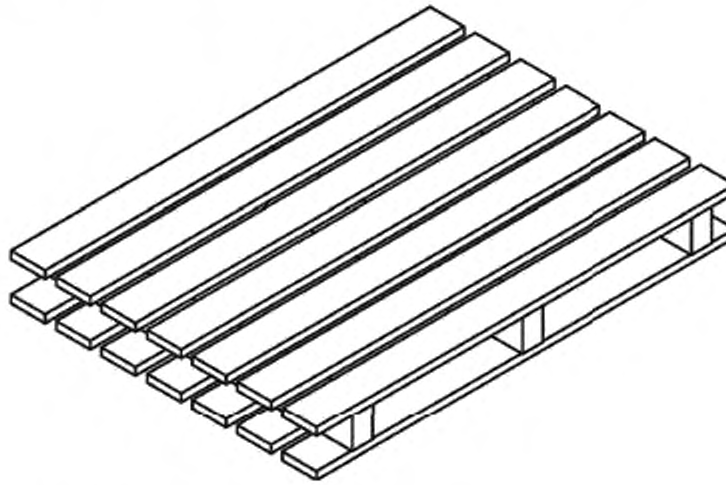

Рисунок 18 — Поддон с выступающими верхним и нижним настилами
3.19 **поддон с выступающими верхним и нижним настилами:** Поддон, у которого края верхнего и нижнего настилов выступают за наружные края продольных брусьев, шашек, стоек или продольных досок (см. рисунок 18).